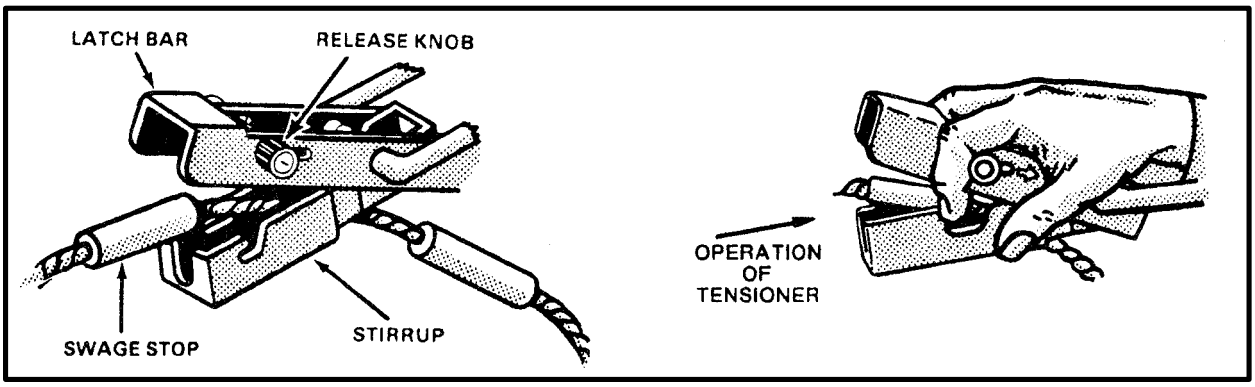

*Figure 9-9. Tensioner and Its Operation*
**(3)** Pull the ends of the sling cable containing the swage stops through the sling tensioners (Figure 9-9) until the bridle is tight across the top of the load and slack is out of the cable.